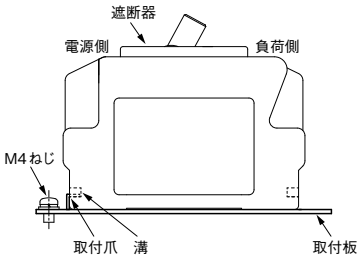

図1
(1) 取付け
①上位の電源を切って電気がきていないことを確認してください。
②遮断器をOFFにし,図1のように本体電源側下部の溝に取付爪を奥まで入れた状態で取付爪を取付面へM4ねじで締めてください。